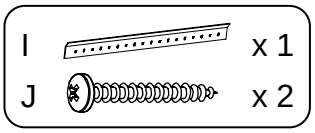

Fig. 2
2. Locate two studs in the wall behind the space where you want to hang your Beveled Mirror. Affix the Mirror Wall Bracket (I) into the studs with two #8x1-3/4" Pan Head Screws (J). If you cannot locate two studs, purchase the proper wall attachment hardware for your type of wall and secure the bracket. See Figure 2.